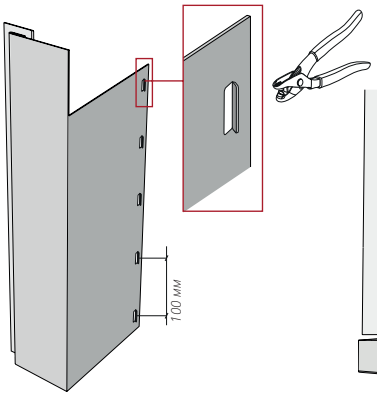
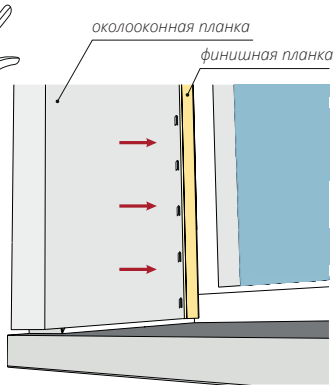

*Рисунок 69*
*Рисунок 70*
**15.16** После того как околооконные планки подрезаны и подогнаны под размер оконного проема, используя просекатель насечек (рис. 69), сделайте насечки с интервалом 100 мм друг от друга. Вставьте околооконные планки в финишную планку (рис. 70). Произведите финальный монтаж согласно общим правилам монтажа.